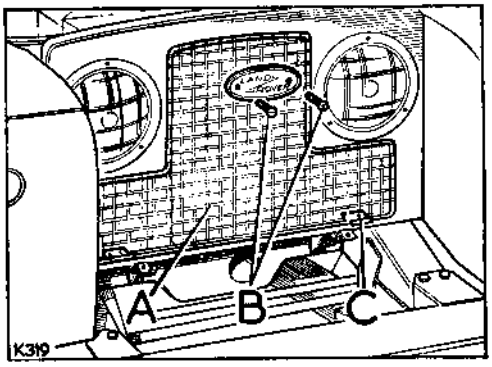

**Fig. G1-24. Radiator grille fixings**
8. Fit the radiator grille and name plate, see Fig. G1-24.